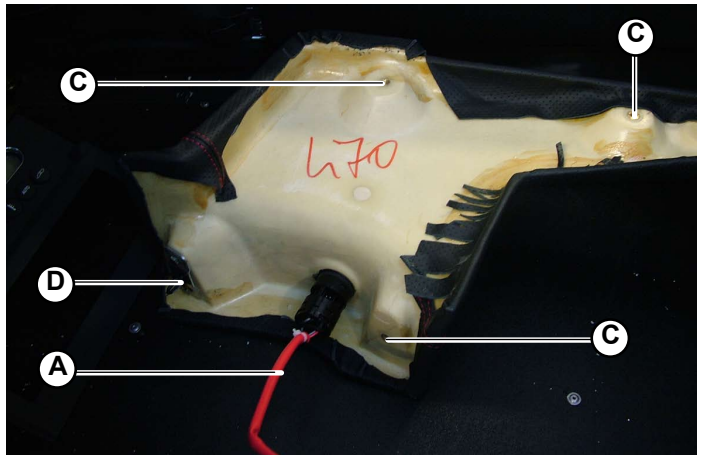
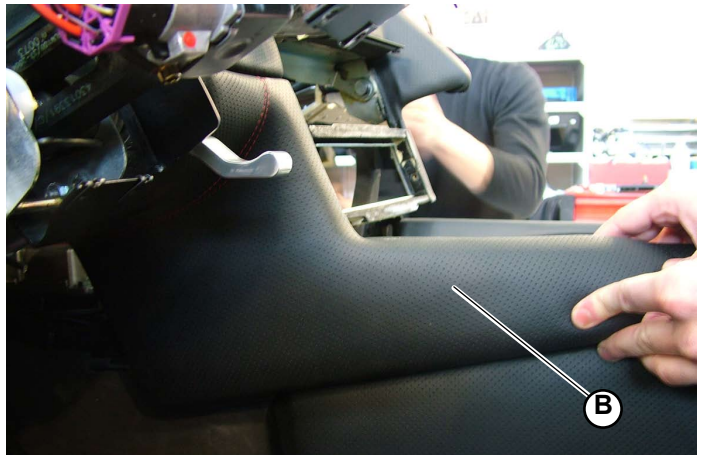

Fig.7
Fig.8
1. Connect the temperature sensor connection (**A-Fig.7**).
2. To secure the left side panel (**B-Fig.8**) to the tunnel: tighten the 3 stud bolts (**C-Fig.7**) and insert the finned anchor (**D-Fig.7**) in the central tunnel.